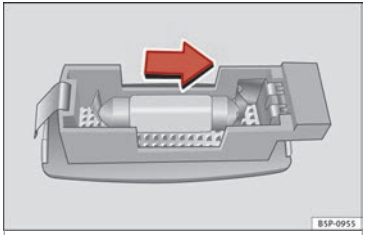

Fig. 201 Removing the sun visor light.
– Carefully remove the lamp, using the flat side of a screwdriver, as shown in the figure ››› **Fig. 201**.
– Remove the bulb, moving it outward and in the direction of the arrow ››› **Fig. 201**.